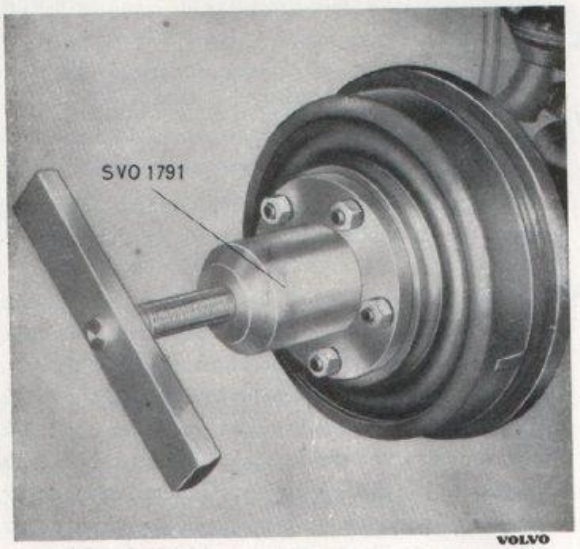

Bild 5-1. Demont. av hjulnav
1. Tag bort hjulet och drag av hjulnavet, bild 5-1. Använd avdragare SVO 1791. Tag bort bromssköldén efter att ha placerat en träklots under bromspedalen och lossat bromsledningen från sköldén.
1. Tag bort hjulet och drag av hjulnavet, bild 5-1. Använd avdragare SVO 1791. Tag bort bromsskölden, efter att ha placerat en träklots under bromspedalen och lossat bromsledningen från skölden.
1. Placera bakaxeln i ett ställ eller på ett par bockar med lagom arbetshöjd. Drag av bakhjulsnaven med avdragare SVO 1791, se bild 5-1.